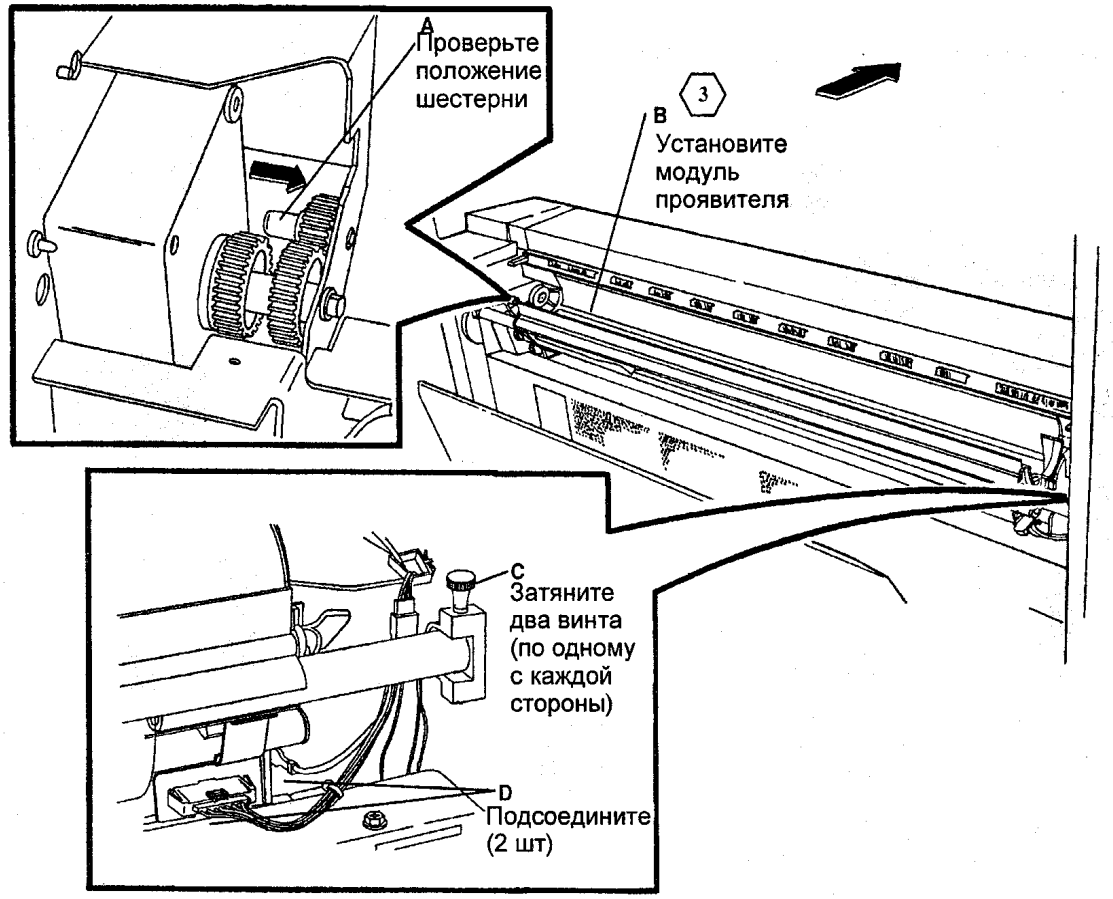

Рис. 4 Установка модуля проявителя
2. (РИС. 4): УСТАНОВИТЕ МОДУЛЬ ПРОЯВИТЕЛЯ.